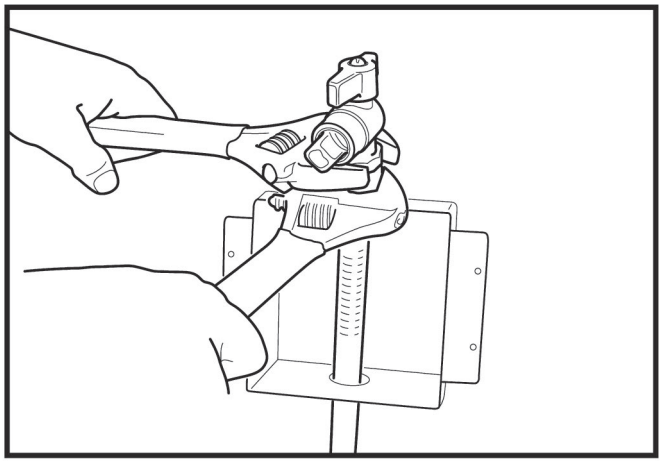

Figure: 4-31
5. Vissez à 90 degrés le robinet à bille sur l'écrou et serrez de sorte de la sortie du robinet soit dirigée vers l'avant. Il est conseillé d'utiliser des clés à molette pour éviter d'endommager le robinet ou l'écrou. Figure : 4-31 **N'utilisez pas de produits d'étanchéité pour joints filetés sur cette connexion.**